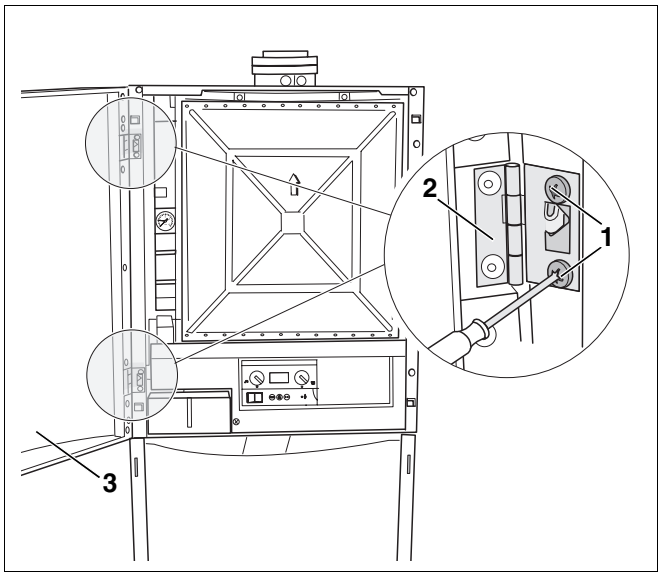

Rys. 12 Prawostronny montaż drzwiczek kotła
- Odkręcić i wyjąć cztery śruby (rys. 12, **poz. 1**) z zawiasów (rys. 12, **poz. 2**) i zdjąć drzwiczki kotła (rys. 12, **poz. 3**).
- Obrócić drzwiczki kotła (rys. 12, **poz. 3**) o 180° wokół ich osi.
- Zamontować zawiasy (rys. 12, **poz. 2**) przy pomocy czterech śrub (rys. 12, **poz. 1**) po prawej stronie kotła grzewczego.